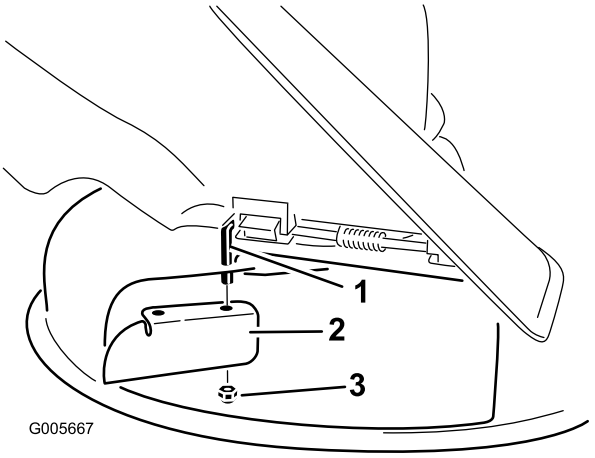

Figur 27
6. Montera kantskärmen på den synliga vridbara stången (Figur 27). Använd den befintliga låga muttern (3/8 tum) för att fästa skärmen på gräsklipparen.